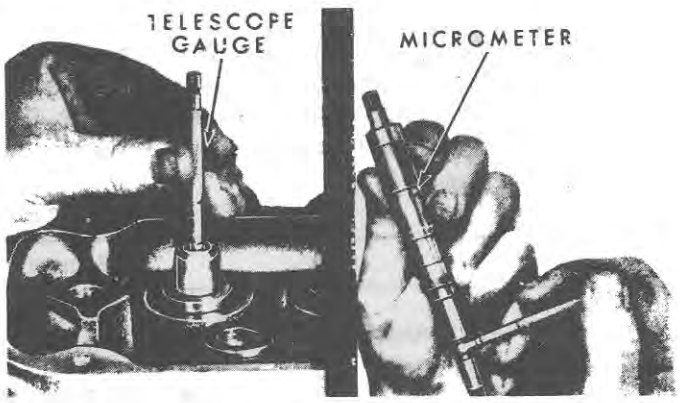

Figure 17
9. Measure the valve stem-to-guide clearance with a telescoping gauge and micrometer, as shown in Figure 17. If the valve stem-to-guide clearance is not within 0·0010-0·0045 in. (0·0254-0·114 mm.) for the intake valve and 0·0020-0·0055 in. (0·0508-0·139 mm.) for the exhaust valve, or if excessive oil consumption is